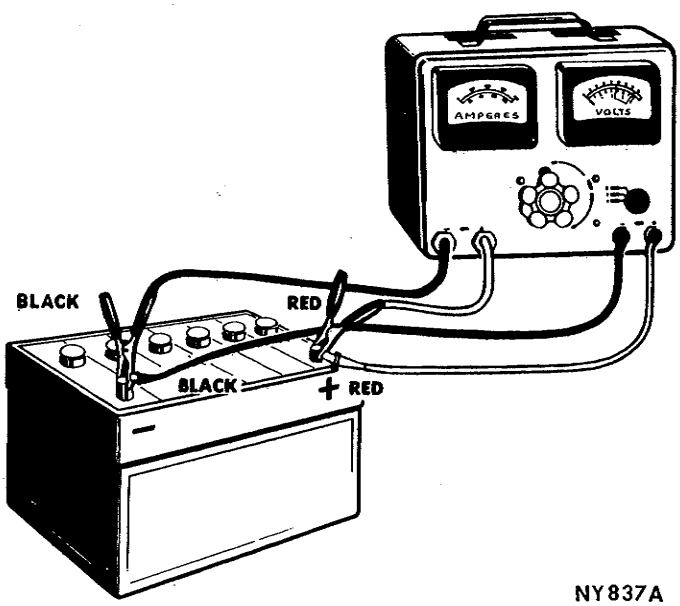

*Fig. 2—High Rate Discharge Test*
(3) Connect test ammeter and voltmeter positive leads to battery positive terminal. Connect the ammeter and voltmeter negative leads to battery negative terminal (Fig. 2). **The voltmeter clips must contact the battery posts or cable clamps and not the ammeter lead clips.**
(4) Turn the control knob clockwise until the ammeter reading is equal to three times the ampere hour rating of the battery.
(5) Maintain this load for 15 seconds; the voltmeter should read 9.5 volts or more, which will indicate that the battery has good output capacity.
(6) After the 15 second test, turn Battery-Starter-Tester control knob to the **OFF** position.